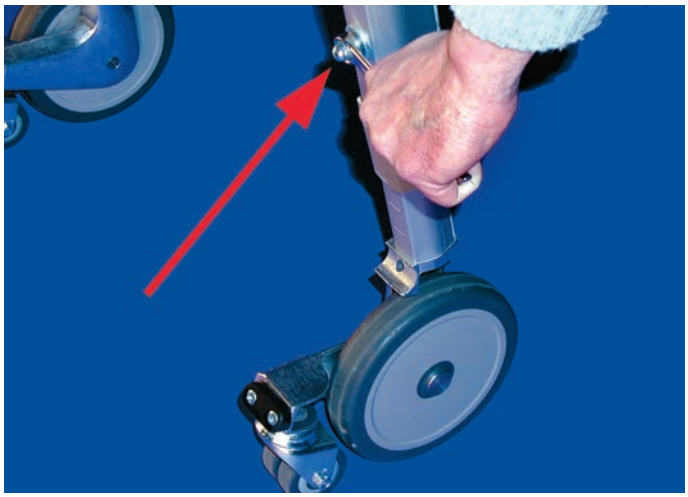

Bild 8
■ Durch Lösen der Hutmutter (Bild 8/Pfeil) lassen sich die Teleskopsysteme des vorderen Standbeins einstellen.